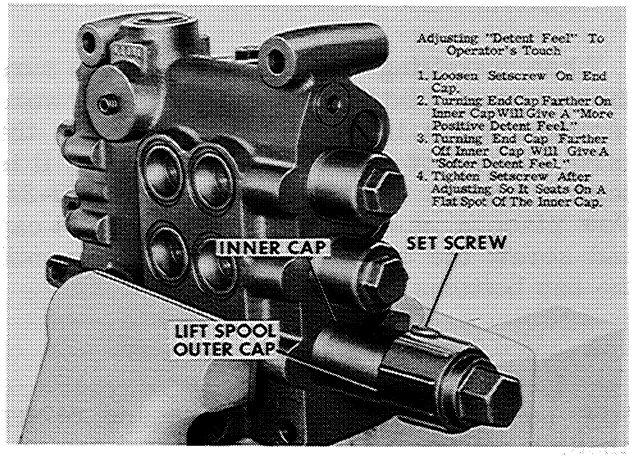

Figure DD-31
4. Install the outer cap spring and cap as shown in Figure DD-31.